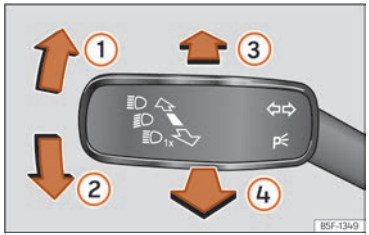

Fig. 74 Palanca de intermitentes y de luz de carretera.
• Desde la posición base, pulse hacia delante la palanca de los intermitentes y luz de carretera ››› fig. 74 ③.
• **O BIEN:** si el asistente de luz de carretera está conectado, tire hacia atrás de la palanca de los intermitentes y de luz de carretera ››› fig. 74 ④.